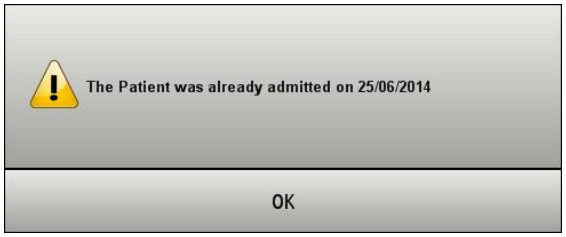

Fig 51
4) Window without timer with single option (Fig 51)
The window shown in Fig 51 provides information regarding a procedure error. There is no timer here. The kind of information provided requires a reading confirmation from the user (click **Ok**).